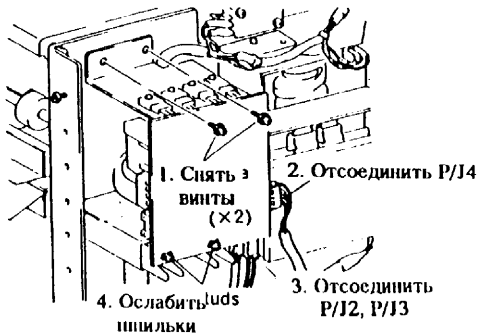
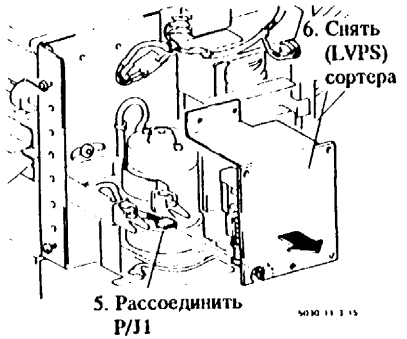

Рис. 2. Снятие блока питания низкого напряжения (LVPS) сортера
Рис. 3. Снятие блока питания низкого напряжения сортера
4. (Рис. 2), (Рис. 3): Снять блок питания низкого напряжения.